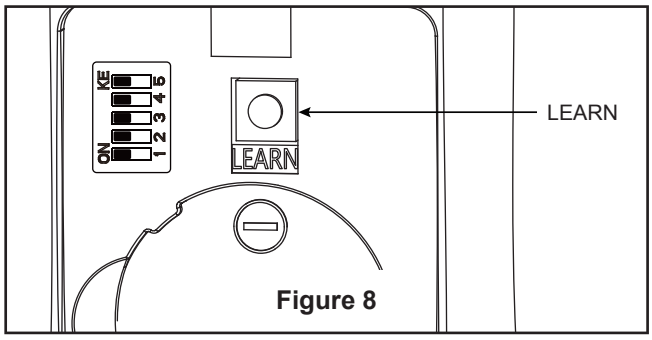

Figure 8
10. Remote Control Speed (RPM) Setting Process : (Figure 8)